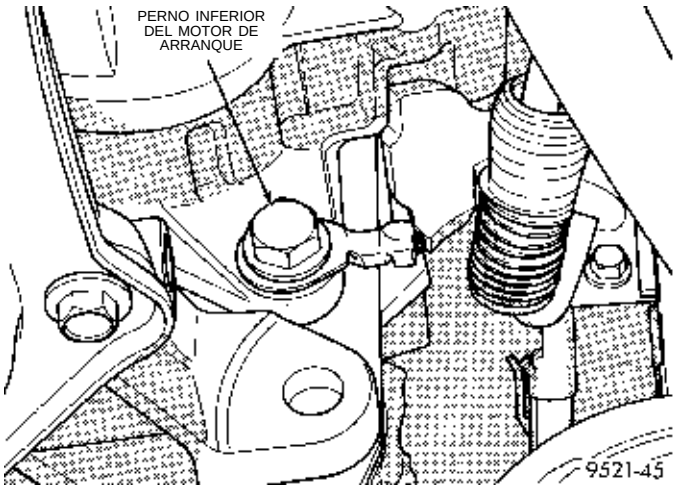

Fig. 39 Pernos del motor de arranque
(16) Retire el perno inferior del motor de arranque (Fig. 39).
(17) Retire el tornillo inferior del protector contra el polvo.